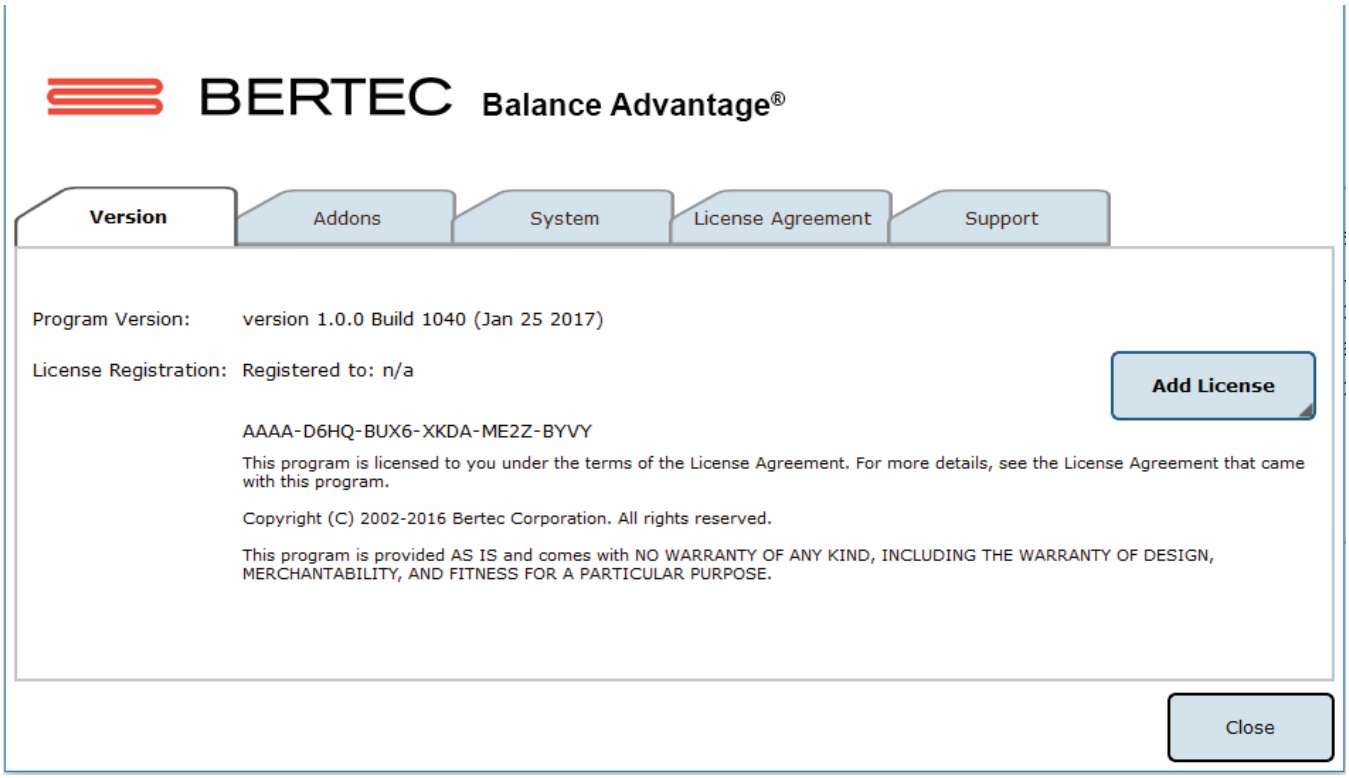

Figura C1: Acerca de las pestañas de la ventana.
**Acerca de Bertec® Balance Advantage®:** Esta opción abrirá una nueva ventana, mostrada en la Figura C1. La nueva ventana contiene cinco pestañas diferentes: Version, Addons, System, License Agreement, y Support (Versión, Complementos, Sistema, Acuerdo de licencia y Asistencia) Estas pestañas se explican/describen a continuación y en la siguiente página.